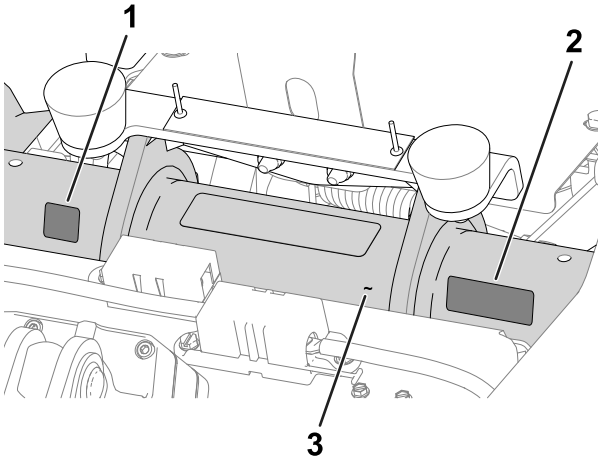

Bild 11
- **Herstellungsjahr-Aufkleber** und **CE/UKCA-Kennzeichnungsaufkleber**: die Aufkleber am Rahmenrohr unter dem Sitz und dem Seriennummernschild aufbringen; siehe Bild 11.